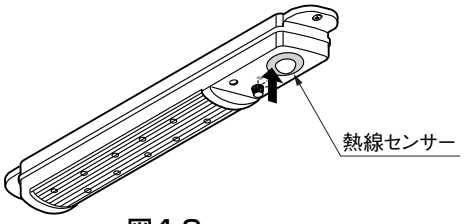

図4-2
- 熱線センサーの座の片側を押し込むと、熱線センサーの方向調整ができます。センサーを検知したい方向に向けてください。（図4-2参照）
❷ ソーラーパネルから出ているコードの差込みプラグをライト本体の側面にある充電プラグ差込み口に差込んでください。
❸ 熱線センサーの角度を調整してください。（図4-2参照）
❹ ソーラーパネルから出ているコードの差込みプラグをライト本体の側面にある充電プラグ差込み口に差込んでください。